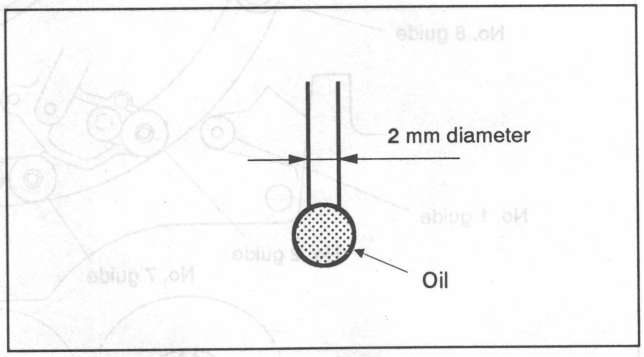

Fig. 7-5.
- One drop of oil means the amount which sticks to a 2 mm diameter rod, as shown in Fig. (See Fig. 7-5.)